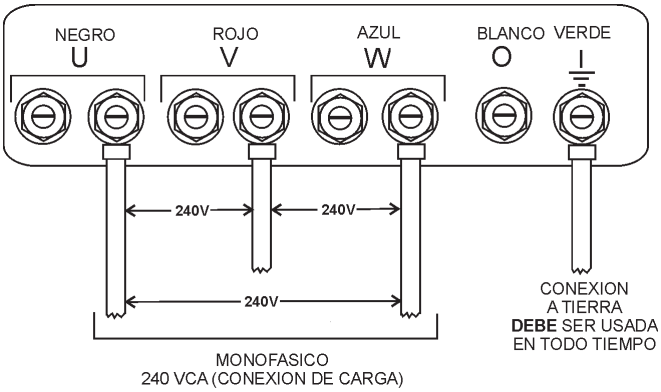

**Figura 23. Contactos de las terminales UVWO conexiones1Ø-240V**
2. Conecte los cables de carga a las terminales UVWO como se muestra en la Figura 23.